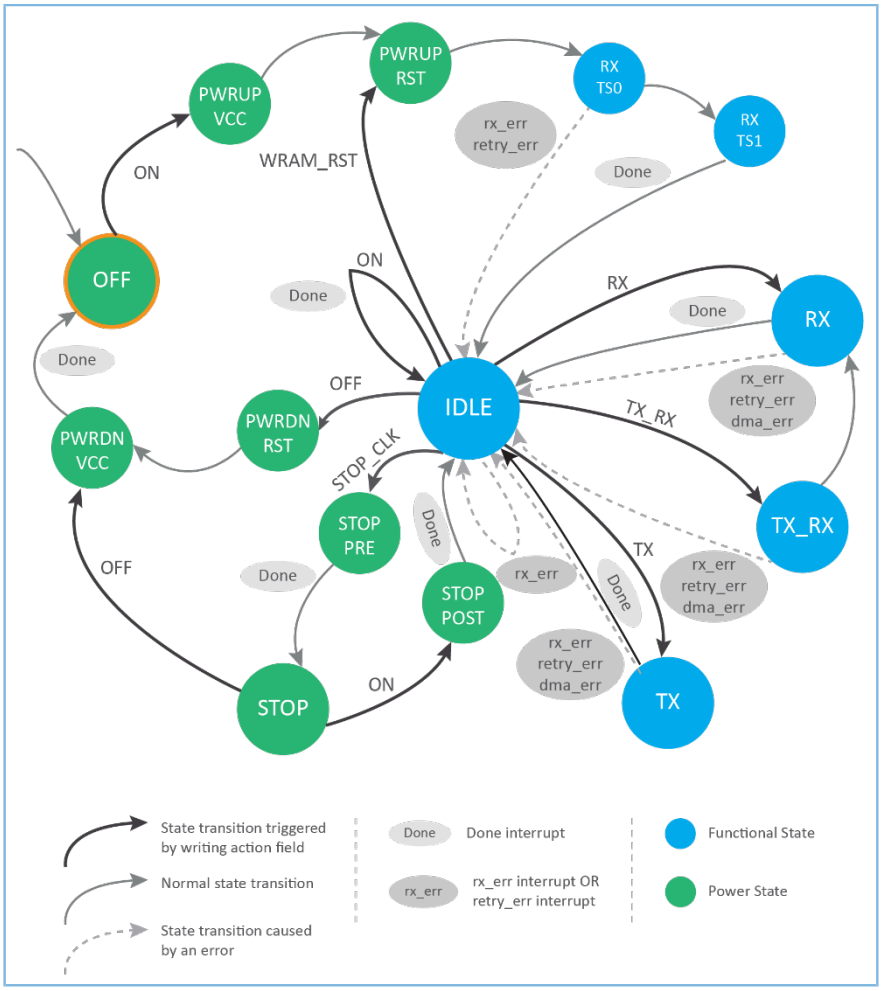

Figure 8-47 Main SIM Interface states
The main state machine is shown in Figure 8-47, with the following major states:
- The action NONE (0) does nothing.
- It is only allowed to request the state transitions in Figure 8-47.